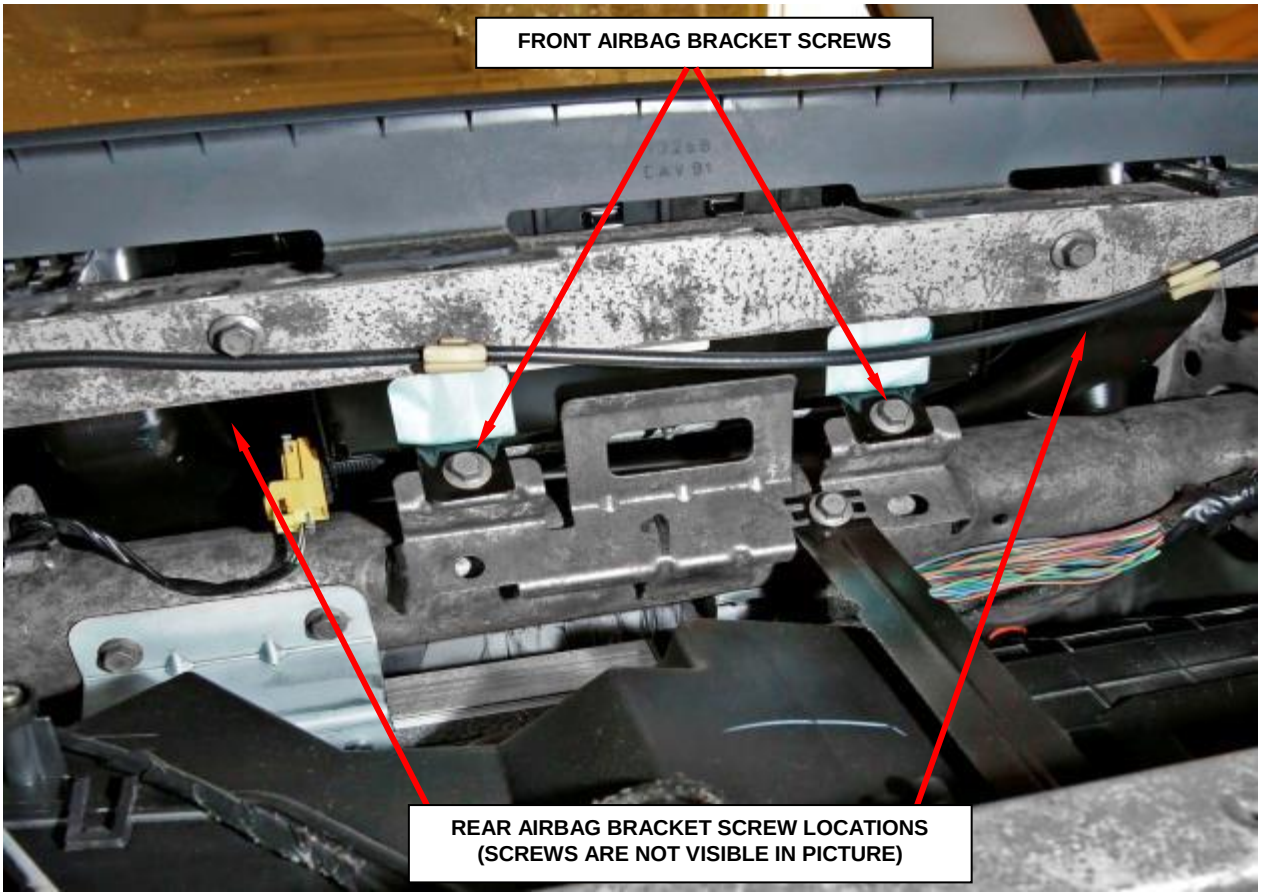

Figure 28 – Passenger Airbag Bracket Screws
13. Reach through and above the glove box opening to access and remove the two screws that secure the passenger airbag rear brackets to the upper glove box opening reinforcement (Figure 28).
14. Reach through and above the glove box opening to access and remove the two screws that secure the passenger airbag front brackets to the instrument panel structural support (Figure 28).